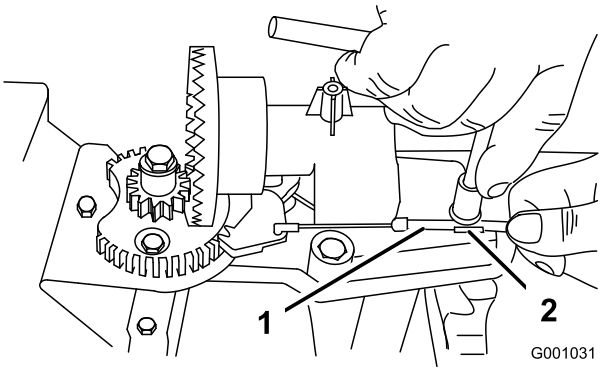
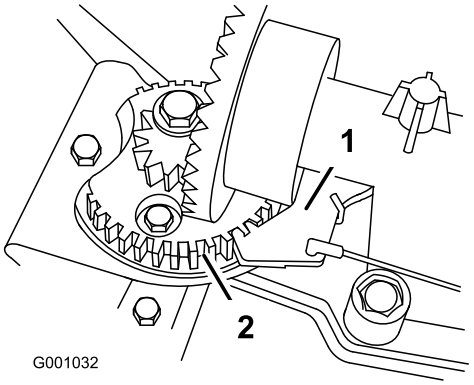

Рисунок 53
Рисунок 54
2. Ослабьте затяжку болта на хомуте кабеля (Рисунок 53).
3. Захватите кабельный трубопровод и перемещайте его по направлению к передней части машины до тех пор, пока фиксатор желоба не войдет полностью в зацепление с зубчатой передачей редуктора (Рисунок 53 и Рисунок 54).
Примечание: Фиксатор подпружинен, и под действием пружины стремится войти в зацепление с шестерней редуктора (Рисунок 54).